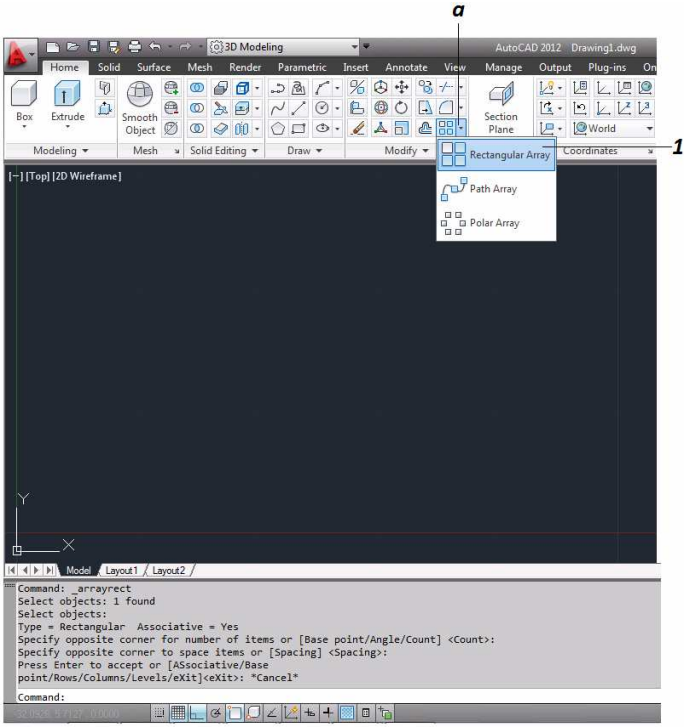

Figura 3.32 Modificacion de Entidades "Matriz"
Con este comando se repite uno o varios objetos ya sea en forma de filas y columnas, circularmente o a través de una ruta. Se encuentra en la Cinta Modificar *(figura 3.32 "a")*, al dar clic en el icono, se despliegan tres opciones por las cuales se puede crear la matriz, las cuales son:
1. **MATRIZ RECTANGULAR – RECTANGULAR ARRAY:** Con esta opción se copia un objeto varias veces en forma de filas y columnas, esta herramienta cuenta con tres sub-opciones. Se localiza dentro del icono de matriz *(figura 3.32)*.